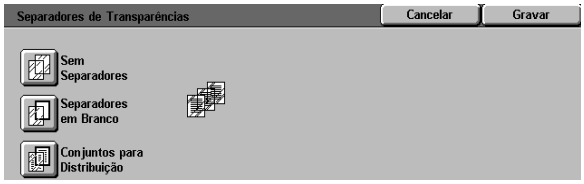

Figura 16: Ecrã Separadores de Transparências com a opção Sem Separadores seleccionada
- **Sem Separadores** (Figura 16)